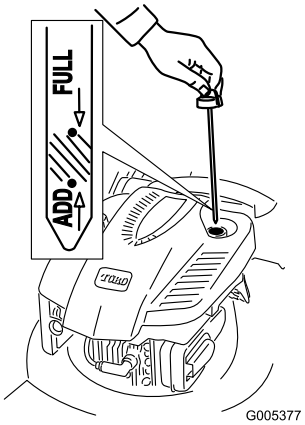

Figur 10
1. Fjern peilestaven (Figur 10).
2. Hell olje **sakte** inn i oljepåfyllingsrøret til oljenivået når **Full**-merket på peilestaven (Figur 10). **Fyll ikke på for mye.** Maks. påfyll: 0,59 l, type: SAE 30 rensende bilolje med API-serviceklassifisering SF, SG, SH, SJ, SL eller høyere.
1. Ta ut peilestaven, rengjør den og sett den deretter på plass igjen (Figur 10).
2. Ta ut peilestaven, og kontroller oljenivået (Figur 10). Hvis oljenivået er lavere enn **Add**-merket på peilestaven, hell olje **sakte** inn i oljepåfyllingsrøret for å heve oljenivået til **Full**-merket på peilestaven. **Fyll ikke på for mye.** (Maks. påfyll: 0,59 l, type: SAE 30 rensende bilolje med API-serviceklassifisering SF, SG, SH, SJ, SL eller høyere.)